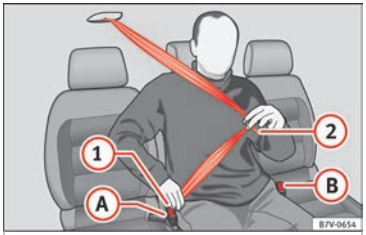

Fig. 88 Fasten the seat belt on the centre seat in the second row of seats
- Use latch plate of the belt ››› **Fig. 88** (1) to pull the seat belt down. Do **not** twist the seat belt when doing so ››› ⚠.
- Engage the latch plate (1) in the buckle of the corresponding seat (A).
- Use the latch plate ››› **Fig. 88** (2) to pull the seat belt across your lap.
- Engage the latch plate (2) in the buckle of the corresponding seat (B).
- Press the red button on the buckle ››› **Fig. 88** (A). The latch plate is released from the buckle.
- Press the red button on the buckle ››› **Fig. 88** (B). The latch plate is released from the buckle.